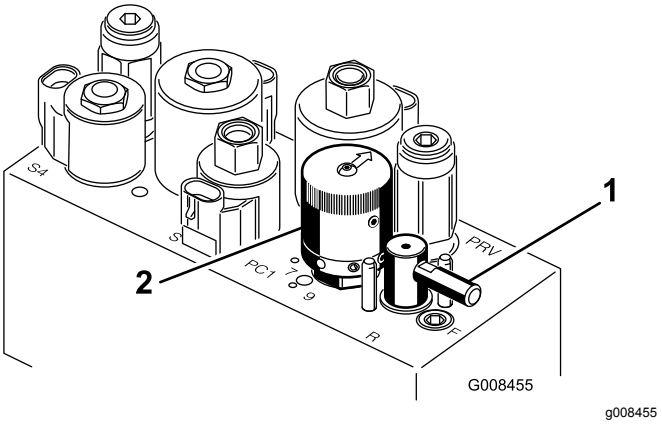

**Rysunek 50**
5. Ustaw dźwignię ostrzenia w położenie „R” (Rysunek 50).
6. Obróć element sterujący prędkością wirników do ustawienia 1 (Rysunek 50).